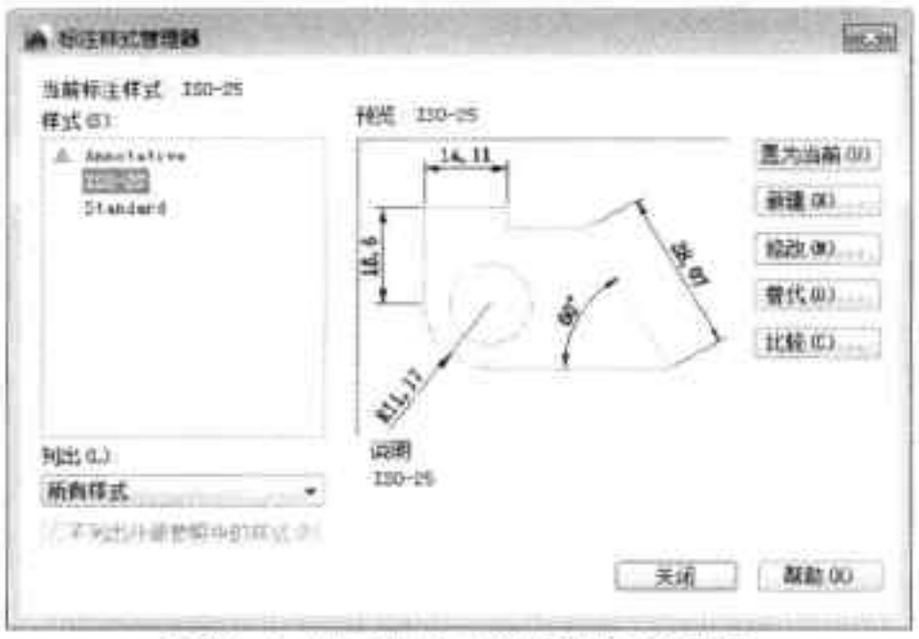

图9-1 “标注样式管理器”对话框
Step 01 执行“注释 > 标注”命令，打开“标注样式管理器”对话框，单击“新建”按钮，如图 9-1 所示。